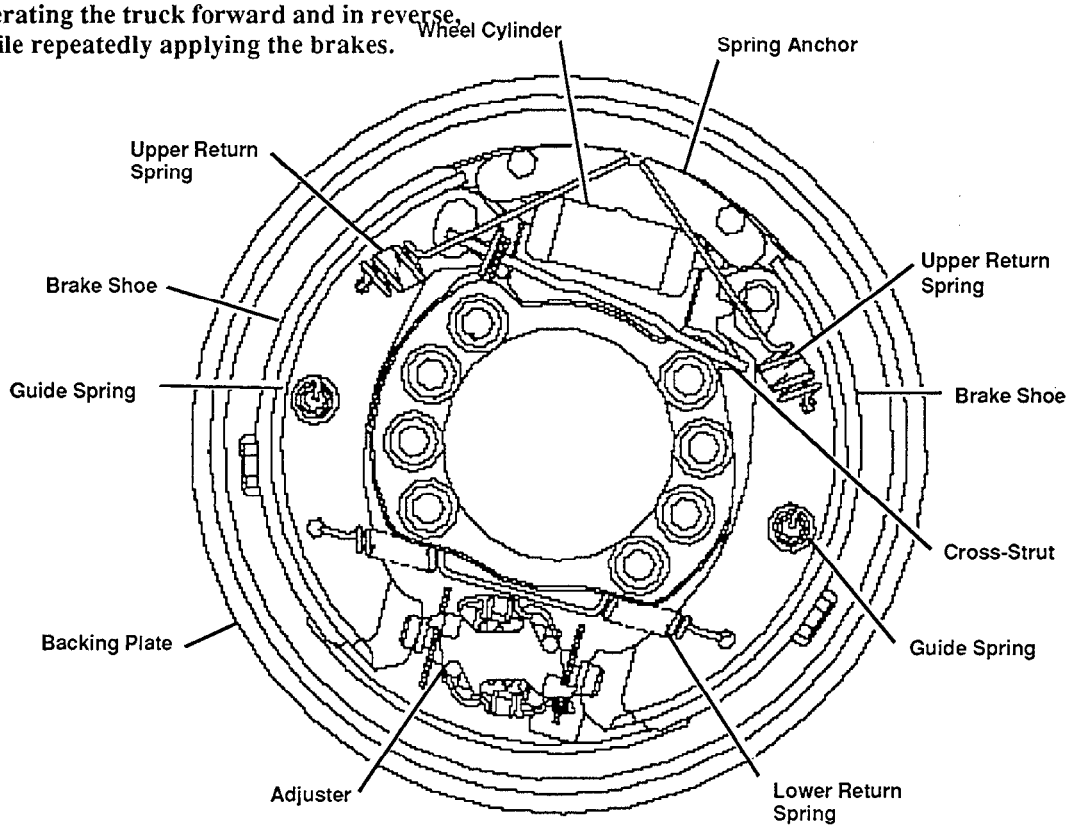

Figure 6. **Brake Assembly**
Remove the guide springs, lower return springs, upper return springs, and shoes (Figure 6).
1. Place the forward shoe—the shoe with the parking brake lever—into position on the adjusters and cylinder rods (Figure 6).